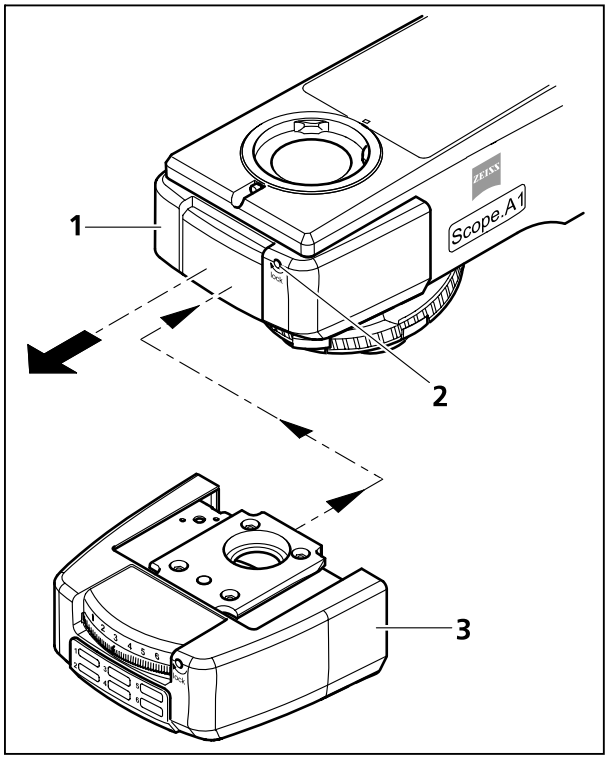

Bild 3-10 Reflektoreinsatz montieren
- Ggf. Verschlusskappe (Bild 3-10/**1**) am Stativoberteil abnehmen. Dazu Kugelkopf-Schraubendreher (SW 3 mm) in die Bohrung (Bild 3-10/**2**) einführen, Verriegelungsschraube gegen Uhrzeigersinn bis zum Anschlag drehen und Verschlusskappe nach vorn abziehen.
- Mit Reflektormodulen P&C bestückten Reflektoreinsatz (Bild 3-10/**3**), z. B. Reflektorrevolver 6-fach, bis zum Anschlag in das Stativoberteil einschieben, angedrückt halten und Verriegelungsschraube im Uhrzeigersinn festdrehen.